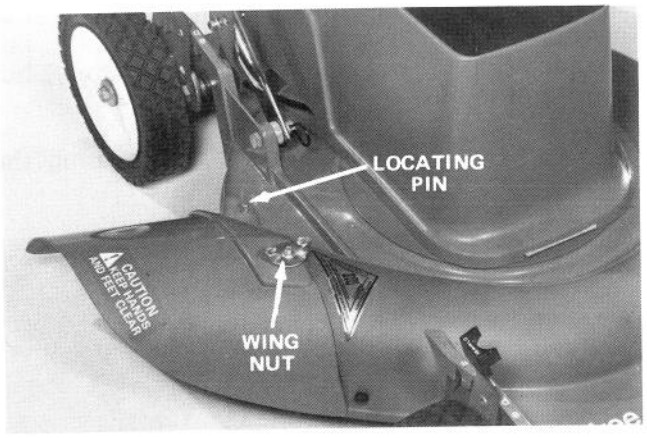

Figure 6
1. Slide grass deflector onto threaded mounting bolt and locating pin (Fig. 6).
2. Secure deflector in place w/wing nut. Tighten wing nut securely (Fig. 6).